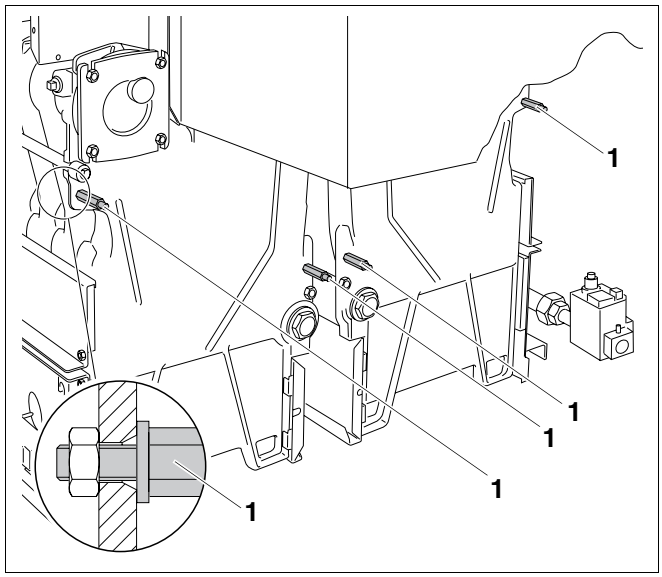
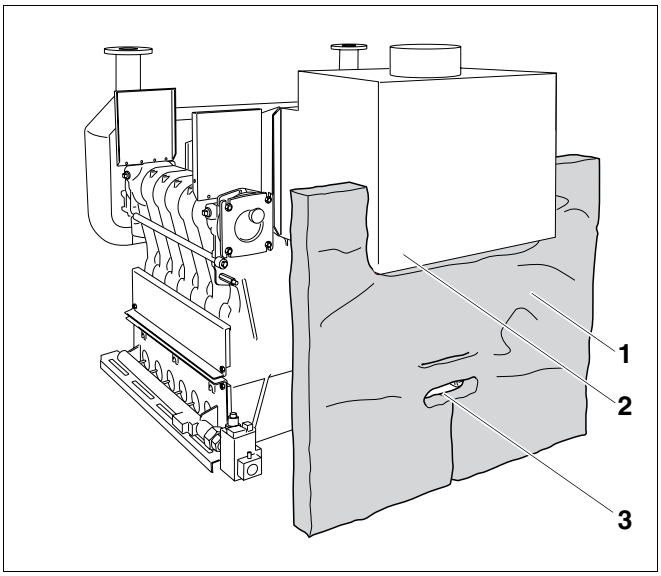

Afb. 45 Afstandspennen aanschroeven
Afb. 46 Isolatie van de rugwand aandrukken
- Schroef de vier afstandspennen M8 x 75 (afb. 45, **pos. 1**) voor de bevestiging van de rugwanden aan (moer met schijf erop geperst achteraan, vulring vooraan).
Neem voor de correcte positie van de isolatie van de rugwand (afb. 46, **pos. 1**) de volgende punten in acht:
– De uitsnijding (afb. 46, **pos. 2**) van de isolatie van de rugwand moet naar de rookgasverzamelaar wijzen.
– Voer de afstandspennen (afb. 45, **pos. 1,** pagina 41) door de insnijdingen in de isolatie van de rugwand (afb. 46, **pos. 1**), zodat ze onbedekt zijn.
– De onderste insnijding (afb. 46, **pos. 3**) moet de onderste ketelnaven onbedekt laten.
– De heldere kant van de isolatie van de rugwand (afb. 46, **pos. 1**) moet naar het ketelblok wijzen.
- Druk de isolatie van de rugwand (afb. 46, **pos. 1**) tegen de rugzijde van het ketelblok.